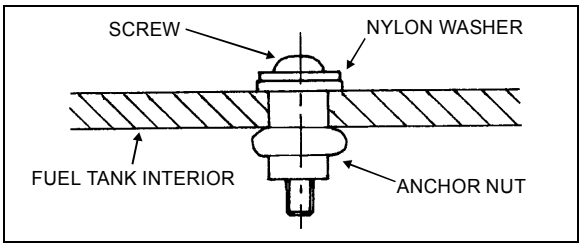

FIGURE 9:FUEL TANK REPAIR 03014
5. Place assembly in drill hole. tighten screw by 10 complete turns. Refer to Fig. 9.